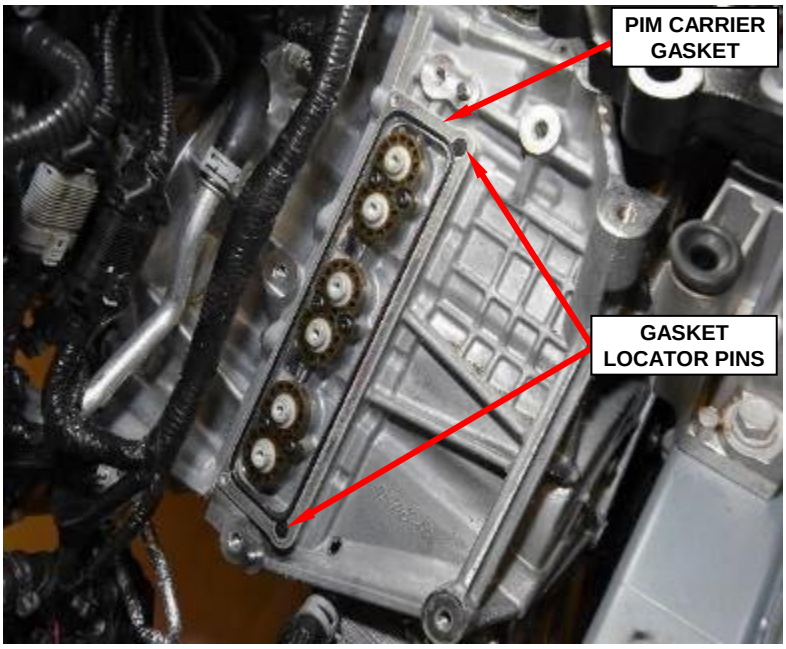

Figure 37 – PIM Carrier Gasket
66. Remove and discard the PIM carrier gasket (Figures 37 and 38).
1. Install the **new** PIM carrier gasket to the transmission housing while ensuring that that gasket locator pins are seated in the holes on the transmission housing (Figures 37 and 38).